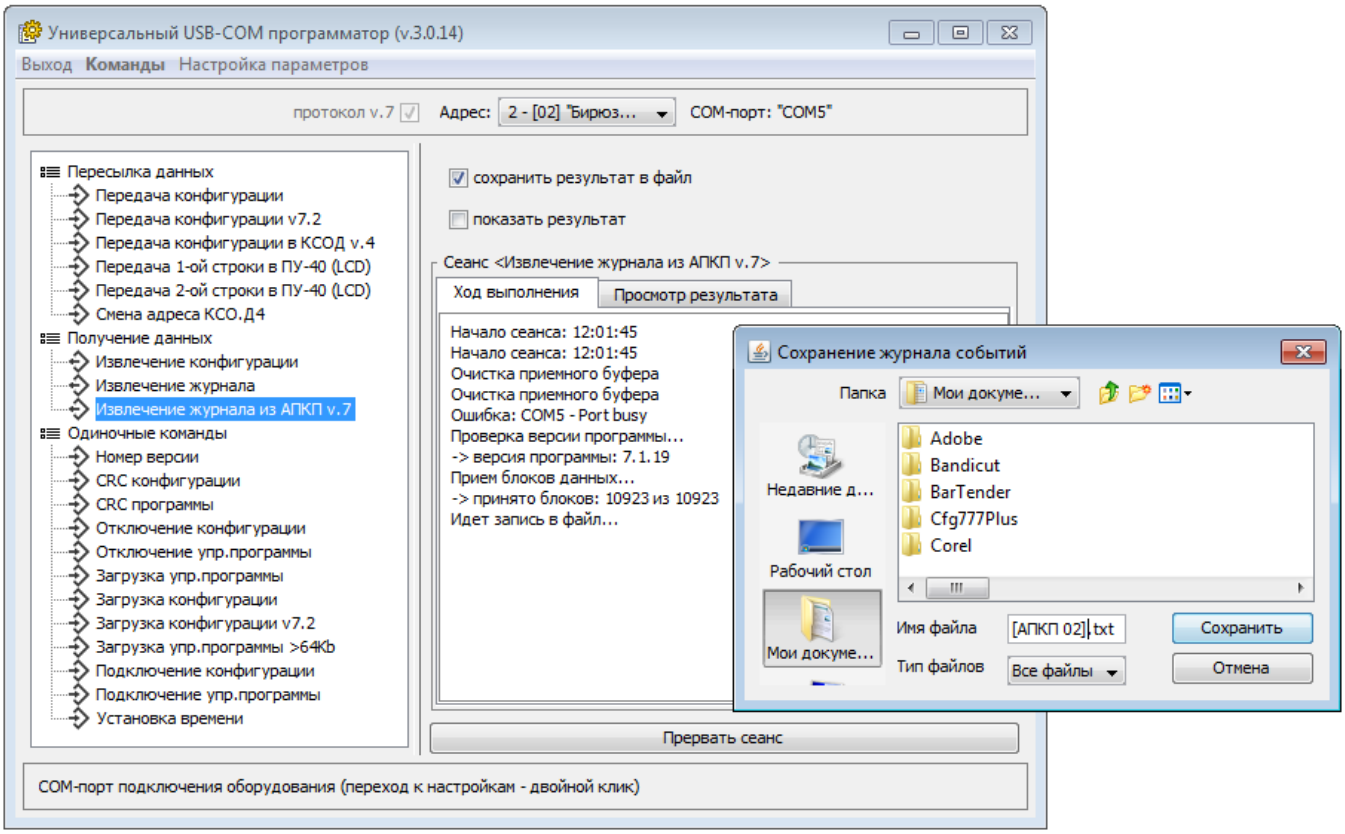

Рисунок 103. Универсальный USB-COM программатор. Сохранение журнала из памяти прибора в файл
5) Нажать кнопку «Начать сеанс» и дождаться окончания сеанса извлечения журнала из памяти прибора (рисунок 103).